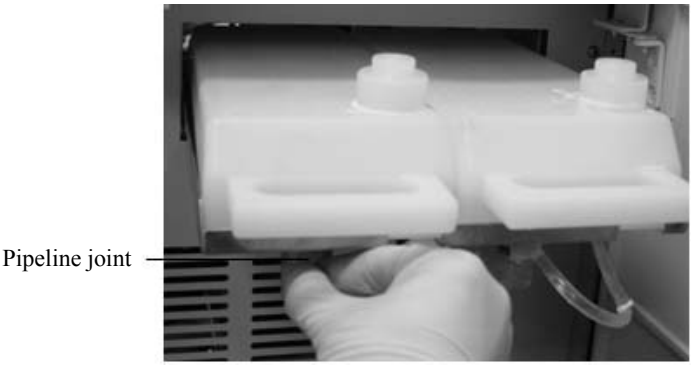

Figure 10-4-20
b)Prepare a gauze. Pull out the pipeline joint under the detergent box, as Figure 10-4-20 shows. Use a container to hold the detergent discharging from the detergent box.